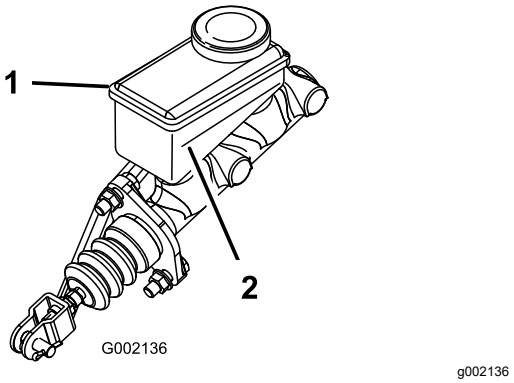

**Figuur 51**
3. Kijk naar de omtreklijn van het vloeistofpeil aan de zijkant van het reservoir (Figuur 51).
B. Giet DOT 3 remvloeistof in het reservoir tot het vloeistofpeil boven de Minimum-lijn staat (Figuur 51).